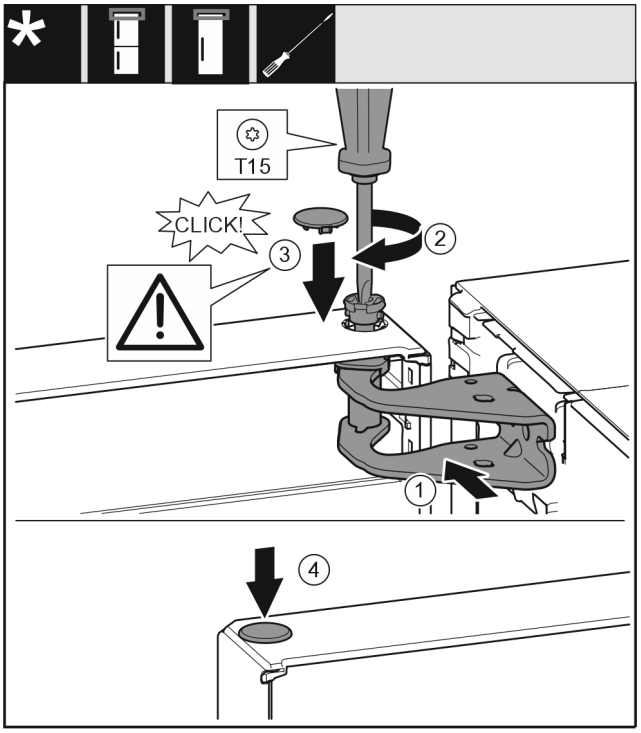

Fig. 20
- ▶ Tür oben zur Öffnung im Lagerbock *Fig. 20 (1)*ausrichten.
- ▶ Bolzen *Fig. 20 (2)* einsetzen und mit Schraubendreher festschrauben.
- ▶ Abdeckung *Fig. 20 (3)* einsetzen.
- ▶ Kontrollieren, dass die Abdeckung *Fig. 20 (3)* auf der Tür aufliegt.
- ▶ Abdeckung *Fig. 20 (4)* einsetzen.